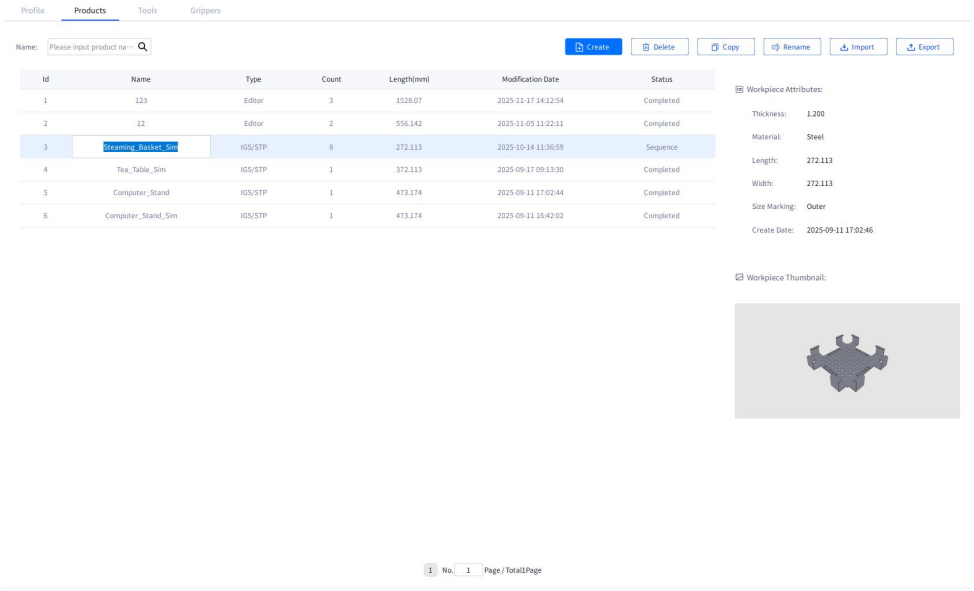

Figure 5-3
(2) New: Create a new workpiece by importing DXF, IGS, or STP files, or by drawing a new workpiece. This is not detailed here and will be covered in the next section.
(3) Delete: Remove selected workpieces, supporting batch deletion.
(4) Copy: Duplicate the currently selected unique part. The copied part name will have the suffix "_1" appended. If this naming already exists, the suffix number will increment sequentially.
(5) Rename: Modify the name of the currently selected unique workpiece. Click the Rename button to edit the workpiece name, as shown in Figure 5-3.